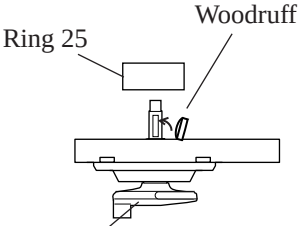

Fig. 29
(3) Mount ring 25 through crank shaft and insert woodruff key 4 into the groove of crank shaft. See Fig. 29.